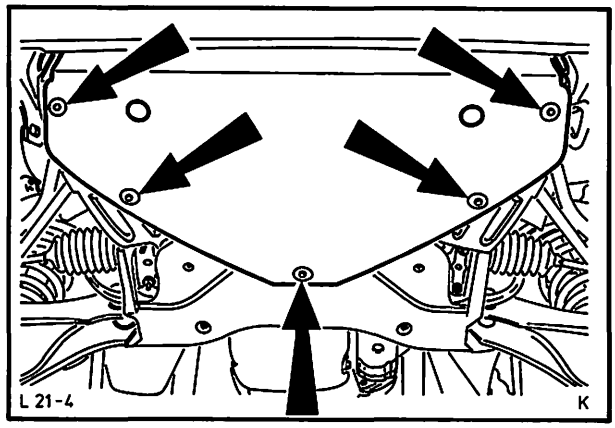

Abb. 32 Spritzschild – Motor
31. Kühlwasserschläuche an Wasserpumpe befestigen. Spritzschild – Motor anbauen, Abb. 32.